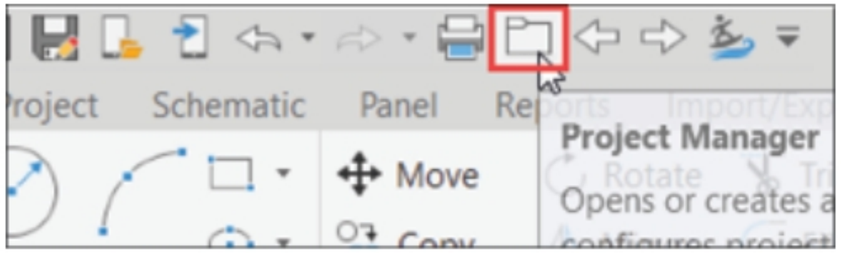

Figure-3. Project Manager button
- Click on the **Project Manager** button in the **Quick Access Toolbar** if the **Project Manager** is not displayed; refer to Figure-3.